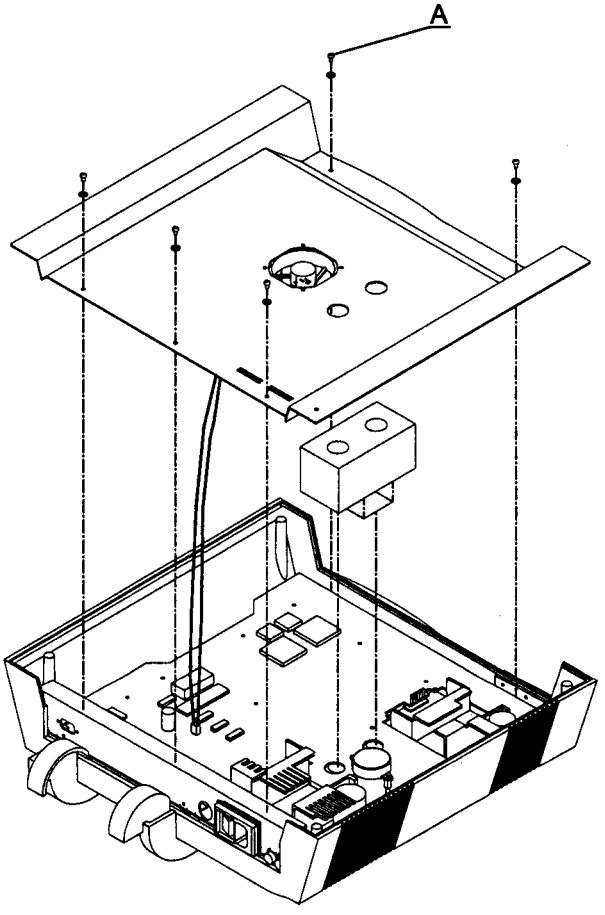

Fig. 1 - Lower cover
- **Remove** the 5 fixation screws ("**A**" mark, Fig. 1);